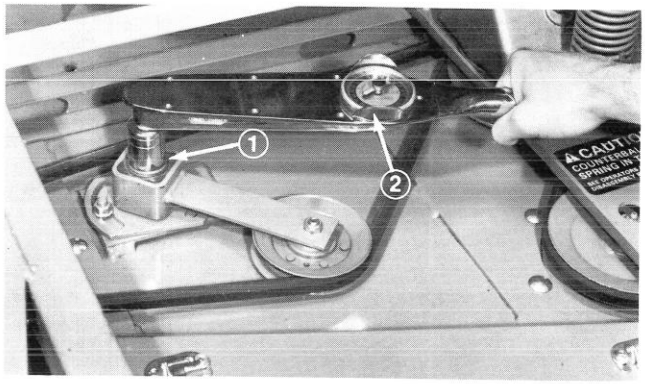

Figure 40
3. Loosen two nuts securing idler plate in place (Fig. 40). Using a socket and torque wrench, tighten the idler adjusting nut (Fig. 40) until proper torque value is achieved.
4. Hold the torque against the belt and tighten the two nuts so idler plate is held securely in place (Fig. 40). Release the idler adjusting nut, install cover, and secure latches.